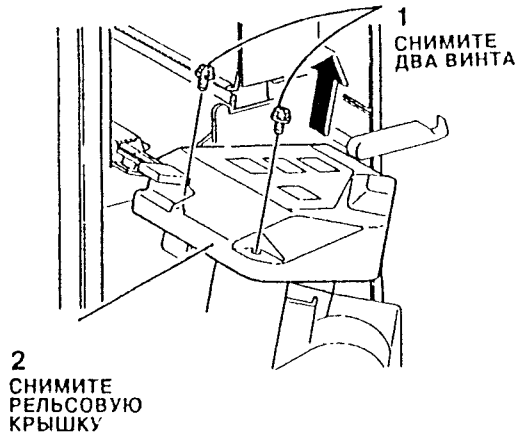

Рис. 3. Снятие рельсовой крышки.
2. Снимите рельсовую крышку (Рис. 3).